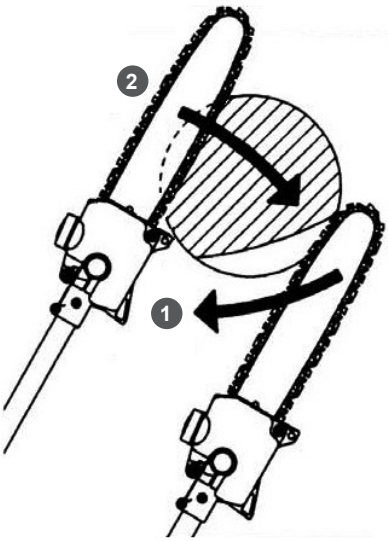
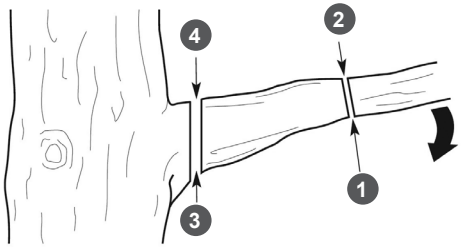

Рис. 18. Выполнение разгрузочного и основного резов
Рис. 19. Последовательность резов при отпиливании толстых веток
10. Сначала во избежание отскока или застревания шины сделайте разгрузочный надрез (глубина реза не более 1/4 диаметра ветки) с нижней стороны ветки (Рис. 18 п. 1). Затем резом сверху-вниз срежьте ветку (Рис. 18 п. 2).
11. При спиливании веток диметром более 10 см, рекомендуется сначала отпилить основную часть ветки (резы 1 и 2) (Рис. 19). Затем отпилить оставшуюся часть ветки (резы 3 и 4) (Рис. 19). Расстояние между резами 1-2 и 3-4 на Рис. 18 примерно равно 25 см.